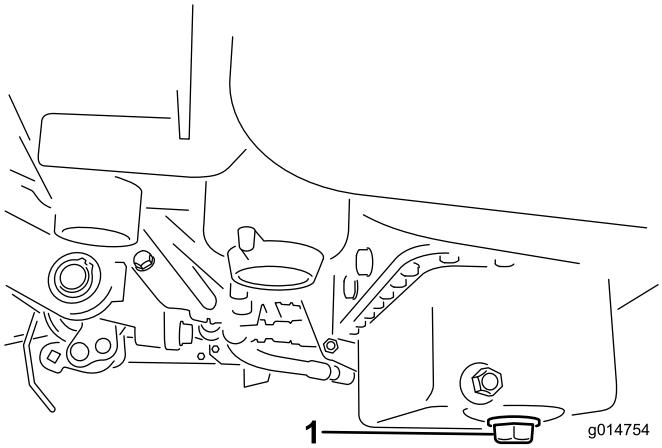

Figur 47
1. Fjern aftapningsproppen, og lad olien løbe ned i en bakke. Monter aftapningsproppen igen, når olien holder op med at løbe (Figur 47).